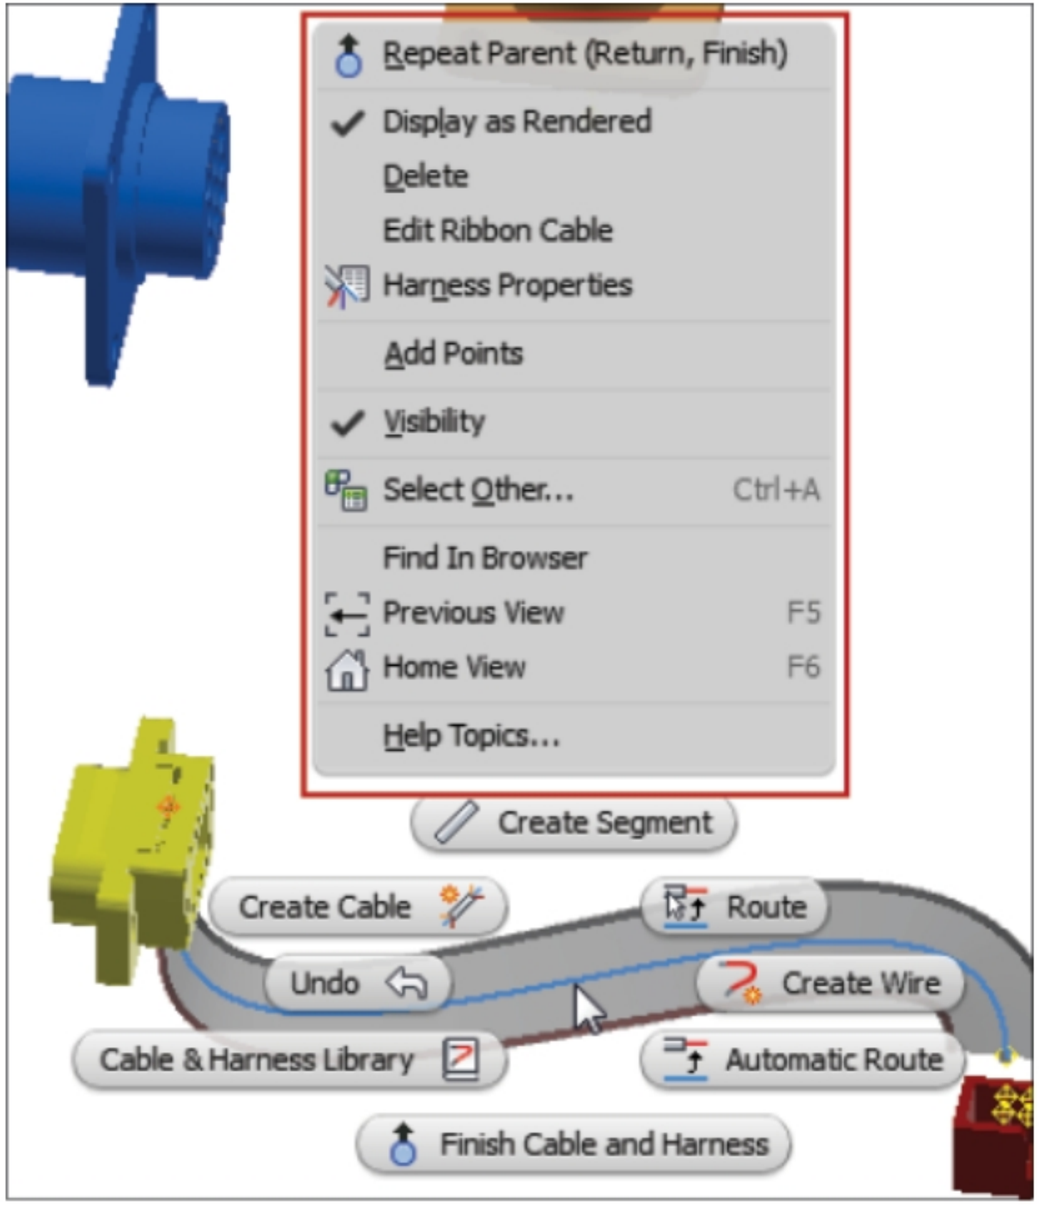

Figure-56. Shortcut menu for ribbon cable
- Right-click on the center spline of ribbon cable. A shortcut menu will be displayed; refer to Figure-56.